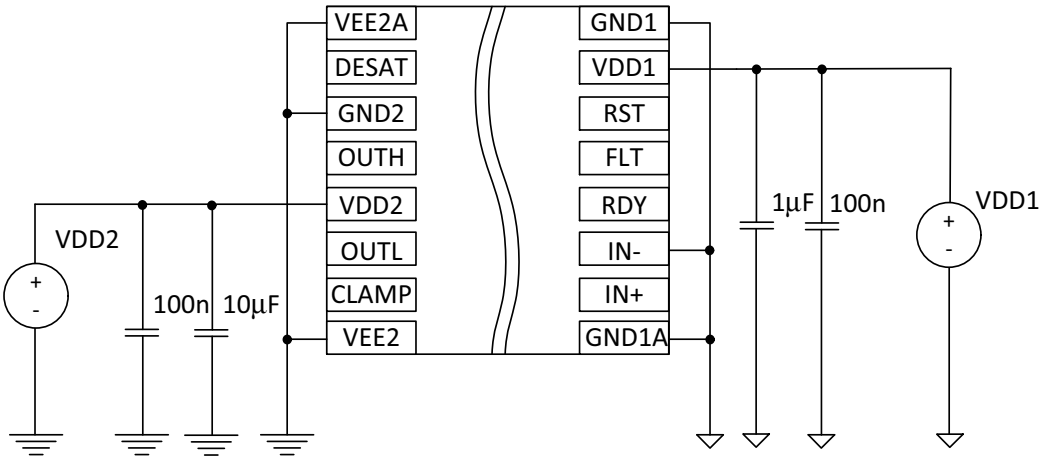

Figure 25. Unipolar Power Supply
- In Unipolar power supply the driver is typically supplied with a positive voltage of 15 V at VDD2. Dynamic turn on throughout the internal IGBT input capacitance could be prevented by Active Miler Clamp function. CLAMP output should be directly connected to IGBT gate (Figure 25).